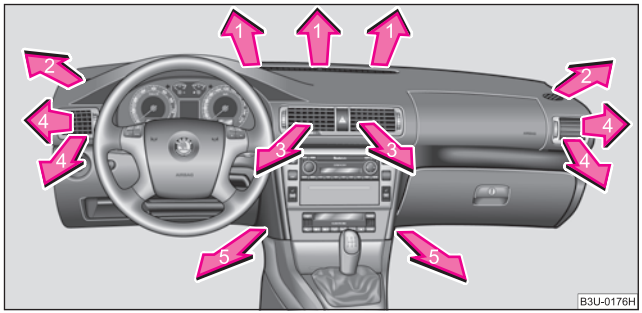
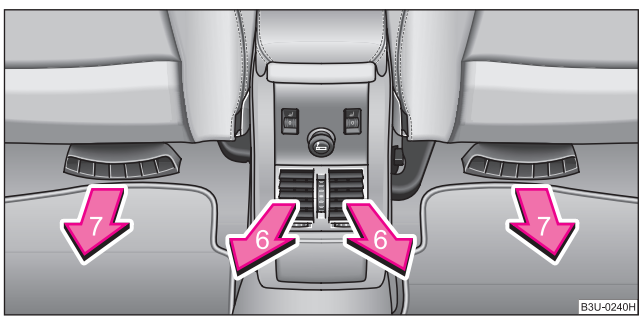

Fig. 111 Air vents at the front
Fig. 112 Air vents at the rear
– Move the air outlet vents **3** and **4** ⇒ page 118, fig. 111 upwards
You can also set the vents **3** and **4** ⇒ fig. 111 and **6** ⇒ fig. 112 individually.